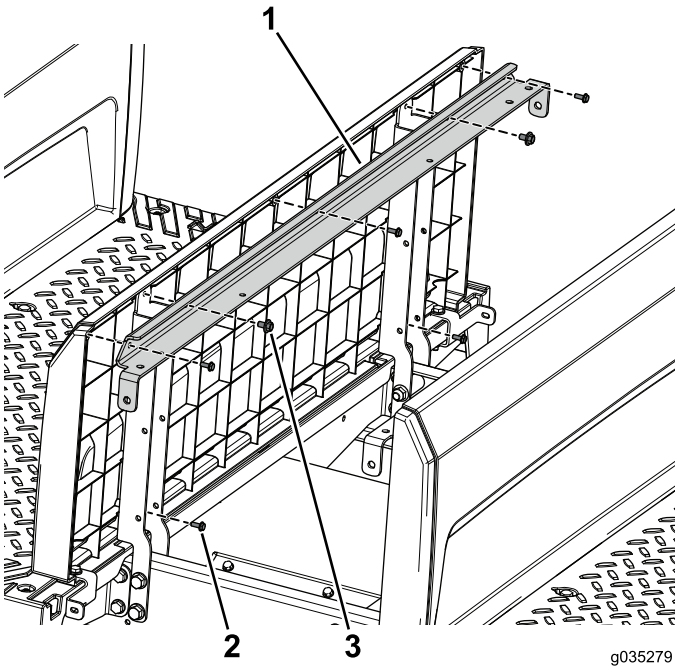

Рисунок 93
3. С помощью 2 болтов с шайбами в сборе (1/4 x 1/2 дюйма) прикрепите угловой опорный кронштейн и панель основания сиденья к левой и правой опорам сиденья (Рисунок 93).
4. С помощью 5 винтов (№ 10 x 1/2 дюйма) прикрепите заднюю панель к угловому опорному кронштейну и опорам сиденья (Рисунок 93).